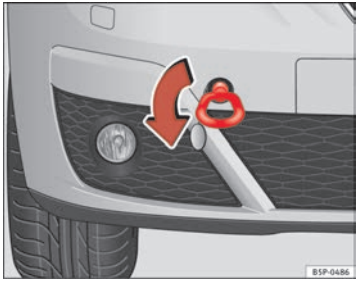
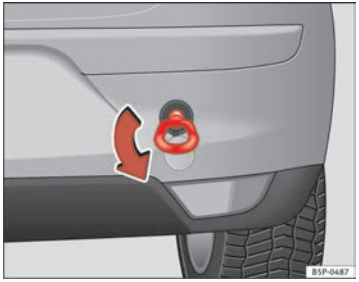

Fig. 205 The front right section of the vehicle: Fitting the front towing eye
Fig. 206 Fitting the towing eye to the rear of the vehicle
– Screw the towing eye as shown by the arrow *anti-clockwise* to the limit position in the front ⇒ fig. 205 or rear ⇒ fig. 206 threaded hole. ■